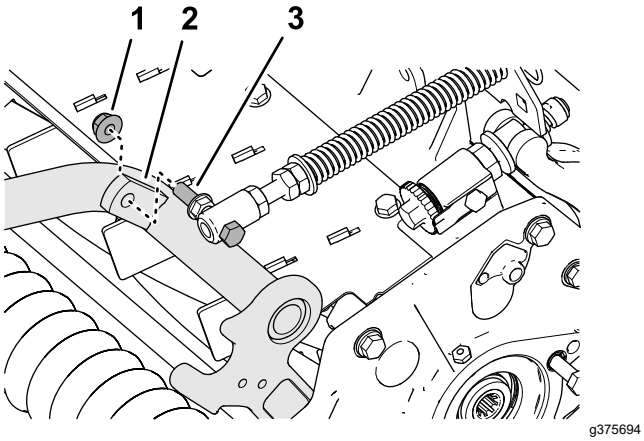

Figur 10
4. Fastgør maskinskruen til græskompensator-fjederen til den højre tap på for bærerammen (Figur 10) med flangelåsemøtrikken (⅜").